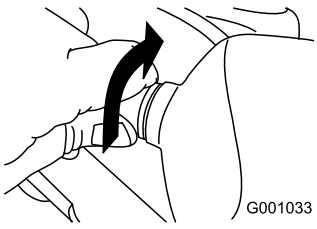

Figur 54
2. Vrid lampsockeln motsols tills det tar stopp (Figur 54).